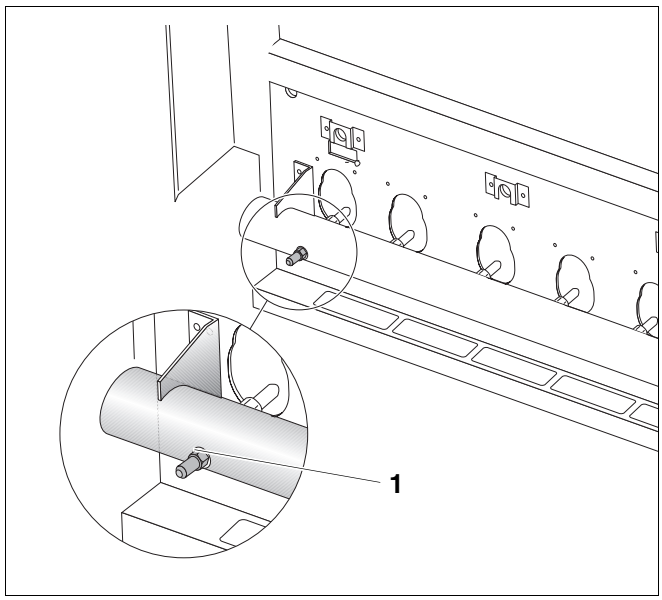

Afb. 32 Draai de afsluitschroef op de meetnippel
- Verwijder de meetslang en draai de afsluitschroef van de meetnippel (afb. 32, **pos. 1**) weer vast.